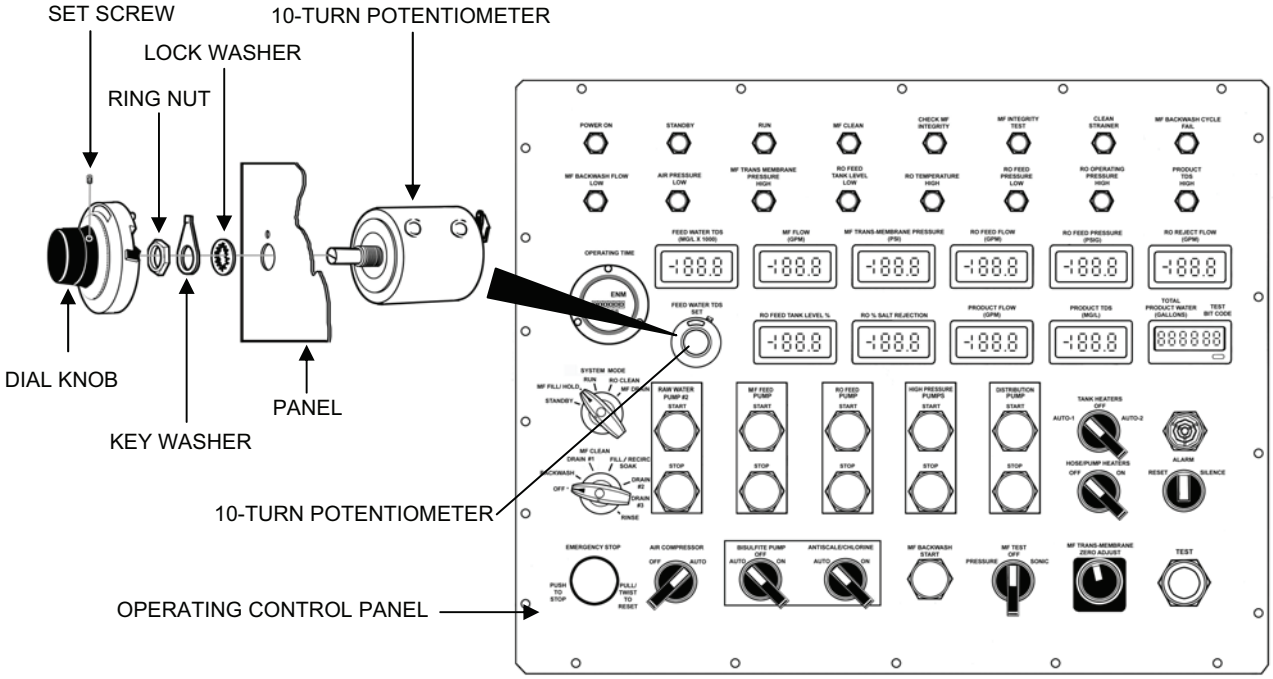

Figure 13. 10-Turn Potentiometer Assembly Replacement.
1. Remove the potentiometer as follows (see Figure 13):